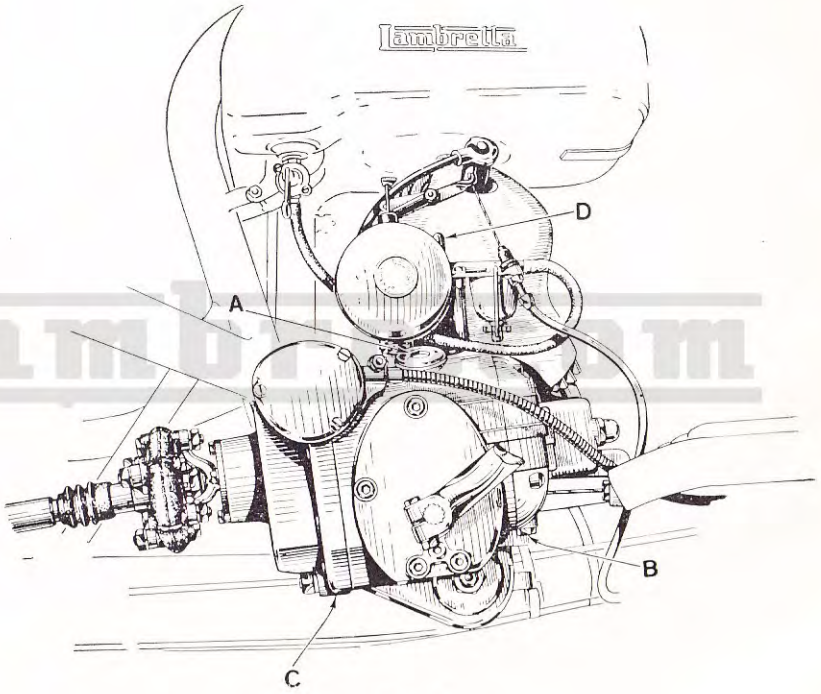

Fig. 8
- Check the gearbox oil level and pour oil through the cap A until it flows out from cap B (fig. 8).
- Drain oil from the gearbox and refill when the engine is warm, making sure the oil is completely drained. First remove the cap C (fig. 8) and then refill through the hole A (0.9 lbs).